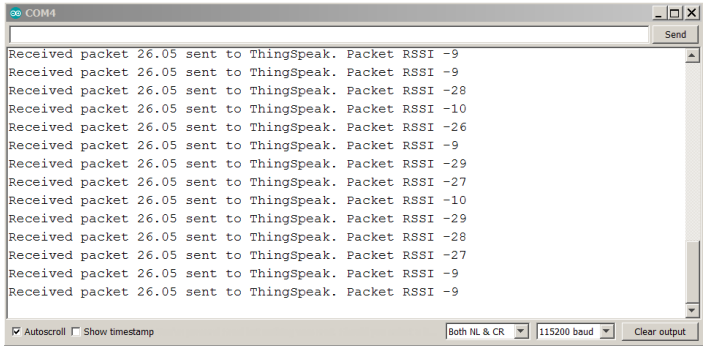

Figure 9: Serial monitor output from new LoRa receiver code that takes in temperature data over LoRa and sends it over WiFi and the internet to ThingSpeak.
- The LoRa transmitter now simply sends the temperature as its data packet, and the LoRa receiver takes in the data packet sent over LoRa and connects to my WiFi and sends it over the internet to ThingSpeak. The code functions properly and is shown below, as well as a screenshot of the current LoRa receiver serial monitor output shown in Figure 9. Note that I've removed my API key and WiFi information from the code.